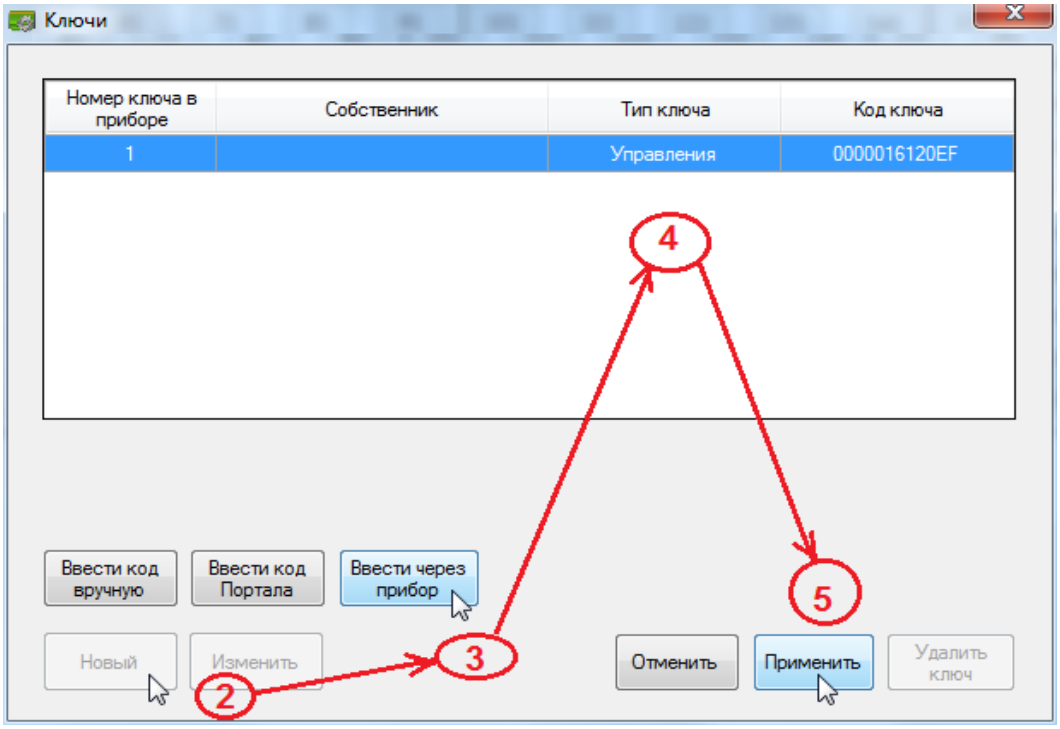

Рис. 21. Диалоговое окно процедуры добавления ключей
7) В появившемся диалоговом окне «Ключи» нажмите кнопку «Новый» (Рис. 21, шаг 2) и затем кнопку «Ввести через прибор» (Рис. 21, шаг 3).
10) Коснитесь считывателя ключом (сопровождается коротким звуковым сигналом ОКП), и дождитесь появления новой записи с кодом ключа в окне «Ключи» (рис. 21, шаг 4). Последовательно повторяйте операцию для добавления других ключей.
12) На данном этапе диалоговое окно «Ключи» будет содержать список всех введённых ключей. Нажмите кнопку «Применить» (Рис. 21, шаг 5), и закройте окно «Ключи».